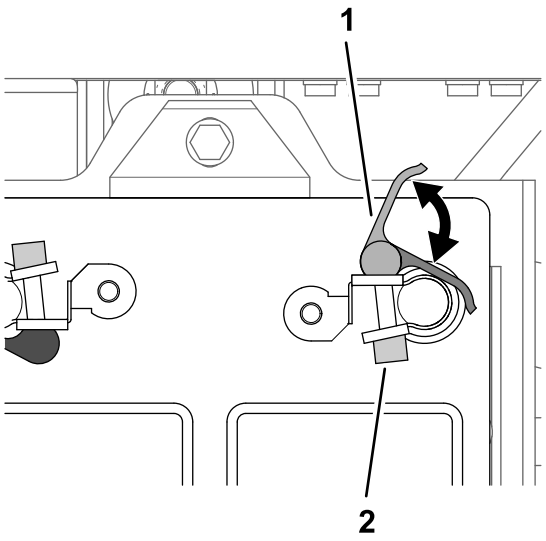

Figur 208
2. Åpne låsehåndtaket til hurtigklemmen med det svarte håndtaket (Figur 208).
4. Lukk låsehåndtaket på hurtigklemmen (Figur 208).